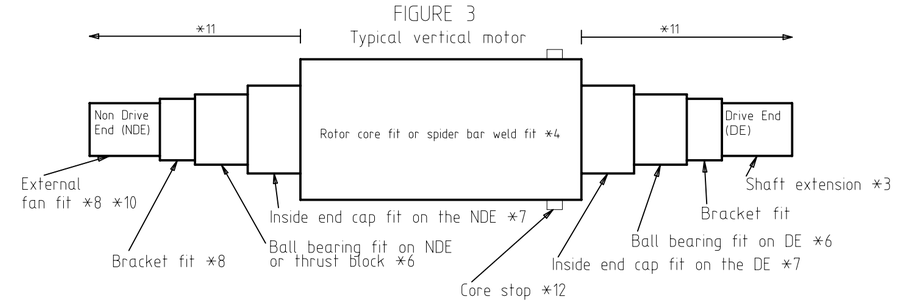

Figure 4
8.0 WELDED SHAFTS WITH SPIDER BARS (See note 4 and Figure 4)
*04 - Rotor core fit can also be spider bar weld fit. Please refer to actual shaft drawing. Shafts with spider bars can be identified by sectional view shown in Figure 4